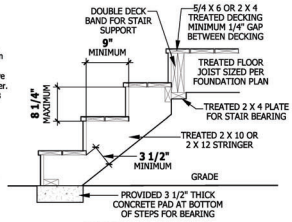

**FIGURE AM110**
**AM110.1 Stairs shall be constructed per Figure AM110.** Stringer spans shall be no greater than 7 foot span between supports. Spacing between stringers shall be based upon decking material used per AM107.1. Each Stringer shall have minimum 3 1/2 inches between step cut and back of stringer. If used, suspended headers shall shall be attached with 3/8 inch galvanized bolts with nuts and washers to securely support stringers at the top.